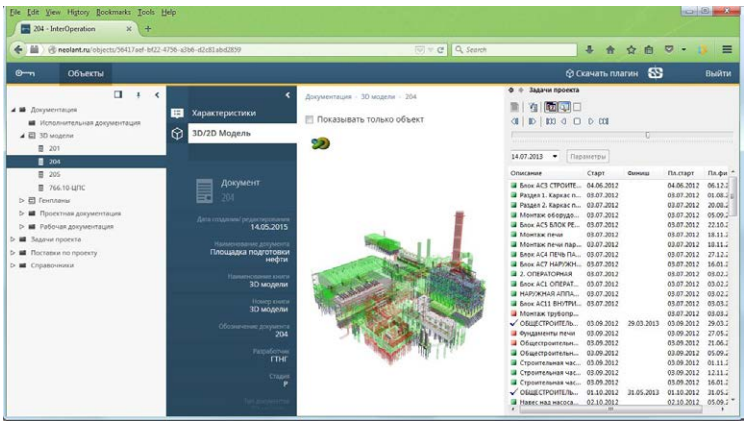

Рис. 3. Мониторинг СМР (красным выделено отставание от графика работ) в НЕОСИНТЕЗ
- мониторинг процессов капитального строительства (Рис. 3) за счет синхронизации с графиками календарно-ресурсного планирования и визуализации опережения/отставания выполнения СМР на 4D модели сооружения,